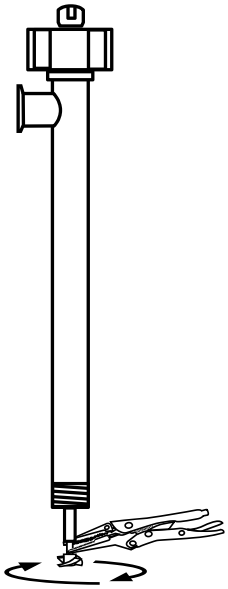

Figure 4
4. While holding the drive shaft with pliers (Factory suggests Grip-Locks to avoid scarring shafts) remove the impeller (see Figure 4).